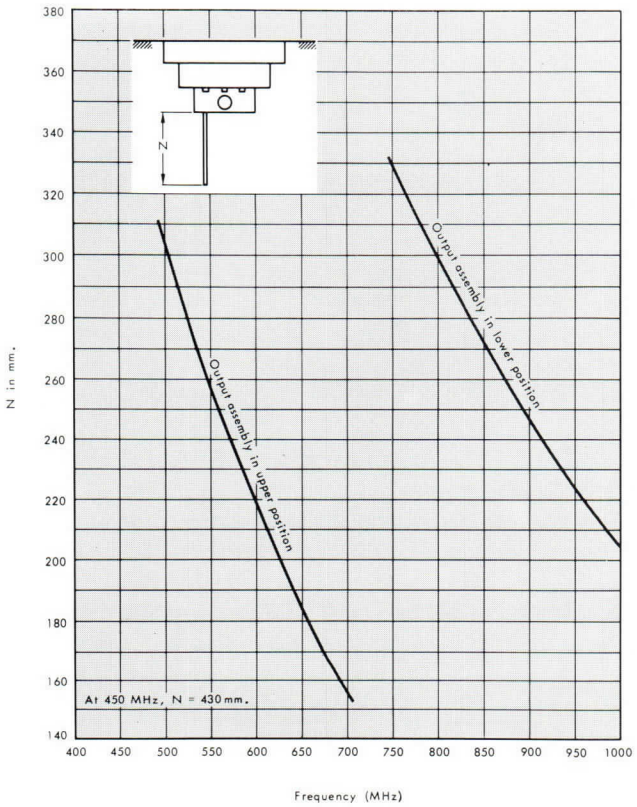

Figure 2 - Typical curves of neutralization-piston position as a function of frequency.
4) Using the neutralization piston (see the schematic cut-away view of the amplifier) and Figure 2 (or the equivalent furnished with the tube) as a guide, adjust for maximum attenuation between "B" and "C". This attenuation must exceed 20 dB.